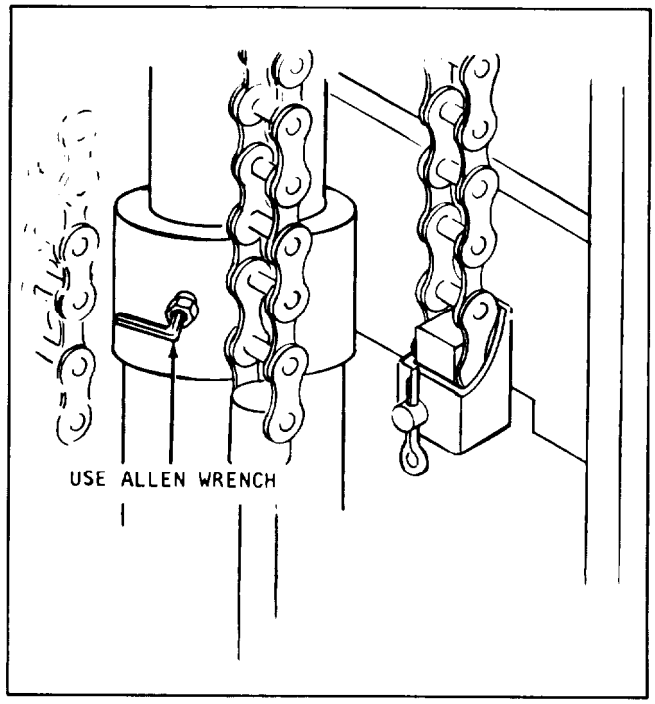

Figure 5-158. Side Bleeder Screw
b. Loosen side bleeder screw, shown in figure 5-158, using an allen wrench. The piston will drop a few inches as the air is forced out.